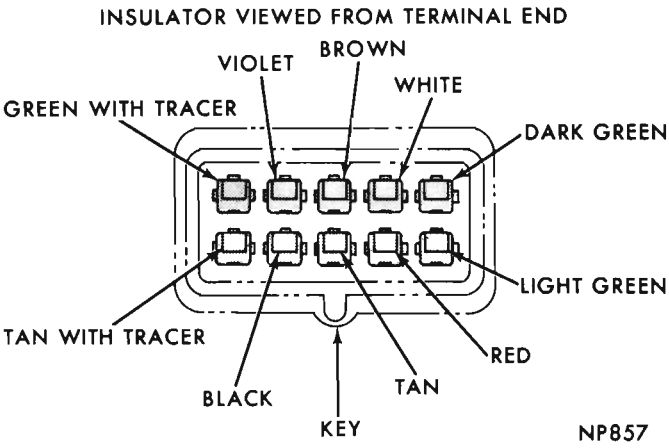

Fig. 12—Turn Signal Color Code
(9) Install wire terminals in proper locations in insulator (Fig. 12).